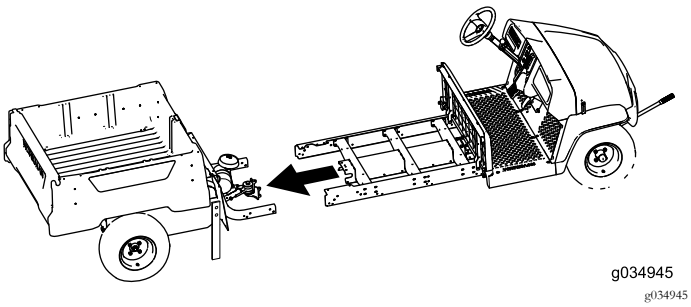

Figure 27
7. Demandez à un assistant de vous aider à rapprocher les sections avant et arrière de la machine (Figure 27).